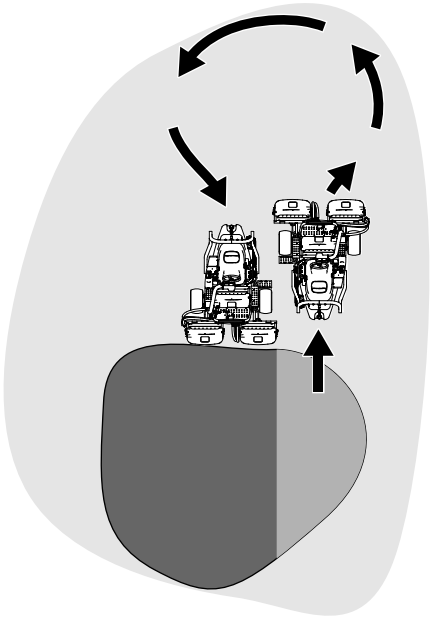

Figur 23
6. Reduser driftstiden og gjør det lettere for deg selv å begynne på neste lengde ved å snu maskinen brått i motsatt retning for deretter å snu den i den retningen du skal klippe. Denne bevegelsen er en dråpeformet sving (Figur 23), som gjør at maskinen raskt kommer på plass til neste lengde.